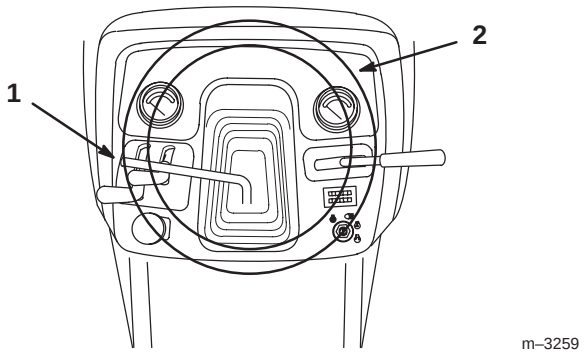

Bild 24
1. Heben Sie den Kipphebel, um die Verriegelung aufzuheben (Bild 24).